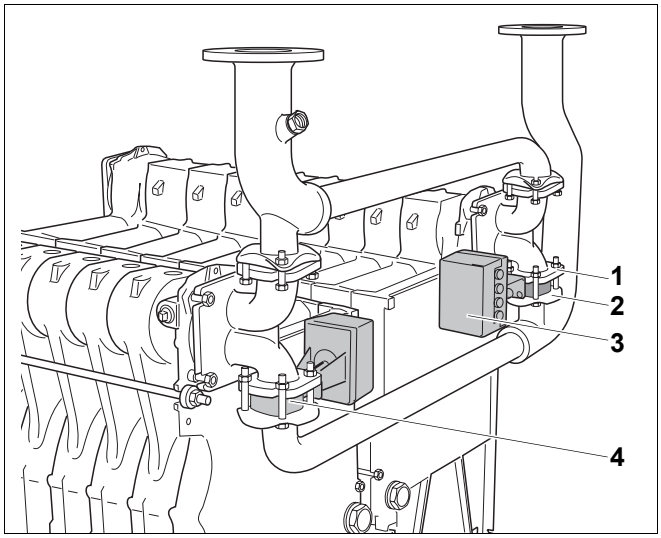

Rys. 31 Montaż pierścieniowych zaworów dławiących i siłowników
Następnym krokiem jest montaż dwóch pierścieniowych zaworów dławiących z siłownikami (rys. 31, **poz. 3**) między kołnierzami przyłączeniowymi rury powrotu i kształtek przyłączeniowych.
- Pierścieniowe zawory dławiące (rys. 31, **poz. 3**) należy zamontować tak, aby siłowniki były skierowane do środka kotła grzewczego. Przewody elektryczne muszą znajdować się u góry.
- Zamontować pierścieniowe zawory dławiące (rys. 31, **poz. 3**) z wklejonymi uszczelkami między kołnierzem przyłączeniowym rury powrotu (rys. 31, **poz. 2**) a kołnierzem kształtki przyłączeniowej (rys. 31, **poz. 1**) odpowiedniego bloku kotła (1 lub 2 stopień).